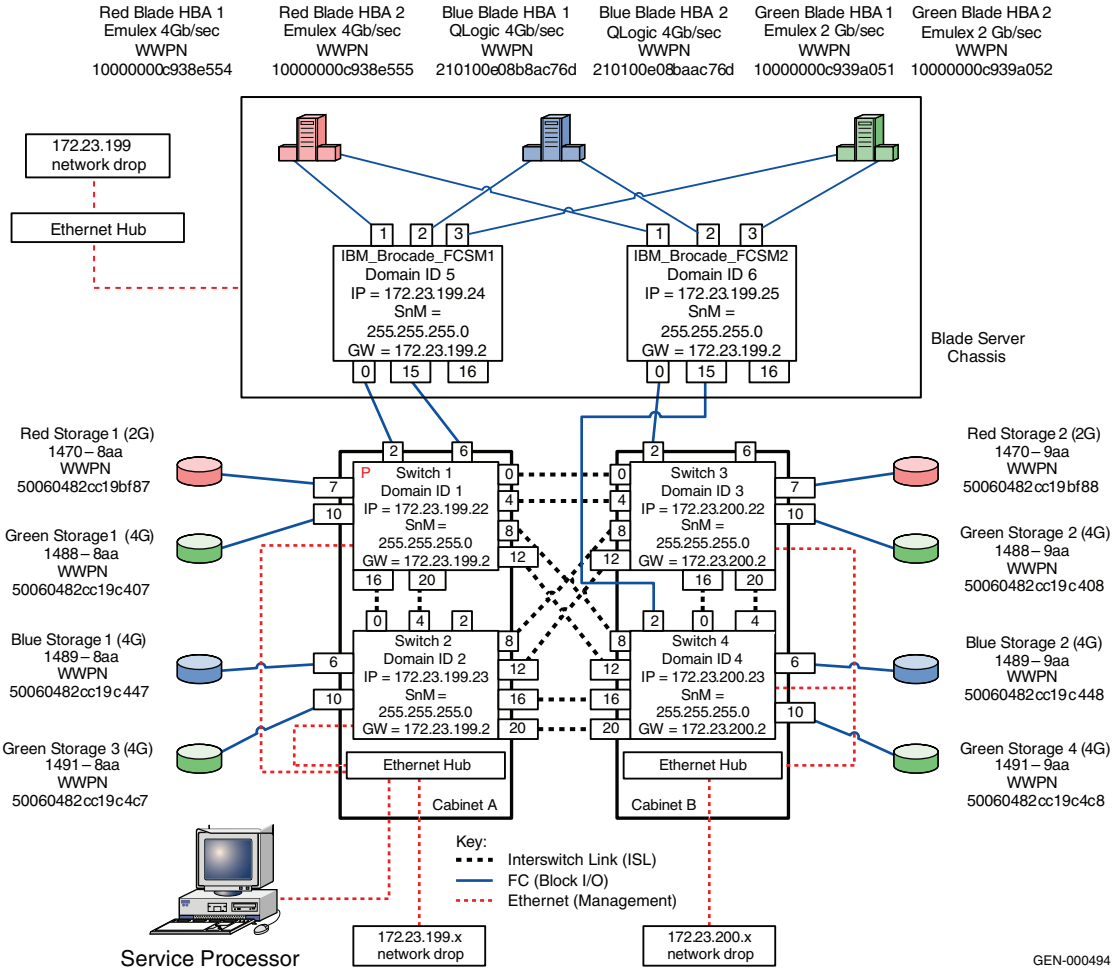

Figure 506 Topology
Figure 506 shows a four switch full mesh fabric topology as discussed in the "Four switch full mesh" on page 147. However, in this case, as can be seen above the red, green and blue hosts are replaced by the red, blue and green server blades that are attached to the fabric via the Brocade switch modules: IBM_Brcd_FCSM1 and IBM_Brcd_FCSM2 as shown above. The connections between the switch modules and the switches are ISLs.
- The red, blue, and green hosts in the 4-switch full mesh fabrics referred to in Figure 506 on page 1322 now represent red, blue, and green server blades respectively in the blade server chassis.
◆ Two ISLs from one of the Brocade switch modules is going to the same standalone switch. This is referred to as a single-fabric attachment. Please refer to Figure 506 on page 1322 for more details on the physical connections.
◆ The other module has two ISLs going to two different Brocade switches. This is referred to as a multi-fabric attachment. Please refer to Figure 506 on page 1322for more details on the physical connections.